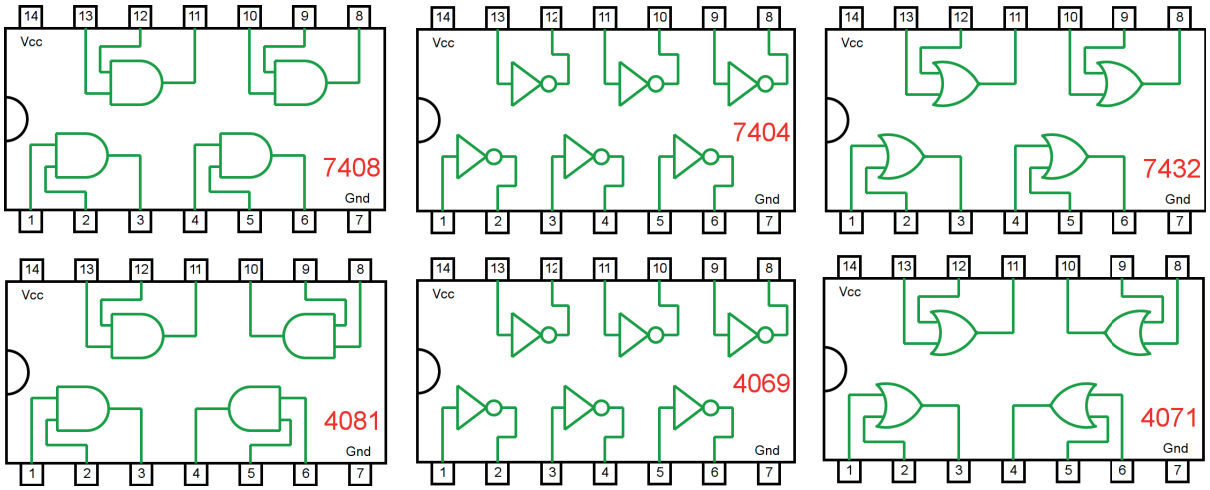

Figura 4.50 – Circuitos integrados TTL e CMOS.
a) Coloque os circuitos integrados (TTL e/ou CMOS da figura 4.50) nas posições indicadas.
d) Conecte os fios verdes. Os fios verdes estão conectados ao terra e portanto fornecendo valor lógico (0) às entradas de todas as portas do CI.